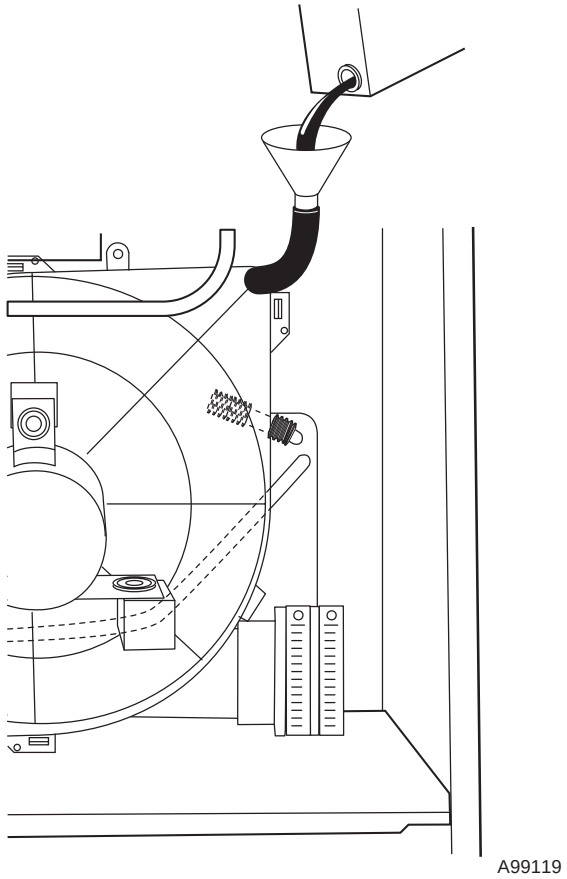

Fig. 49—Filling Condensate Trap
4. Pour 1 quart of water into funnel/tube. Water should run through inducer housing, overfill condensate trap, and flow into open field drain. (See Fig. 49.)